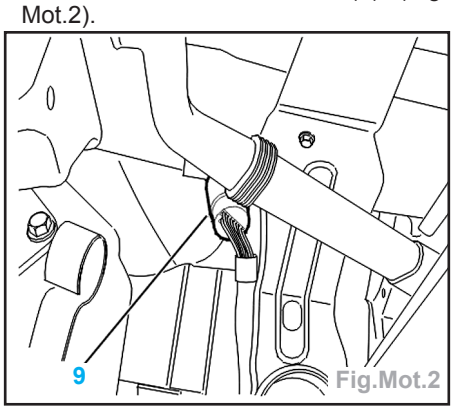

Fig.Mot.2
- Débrancher le connecteur (9) (Fig. Mot.2).